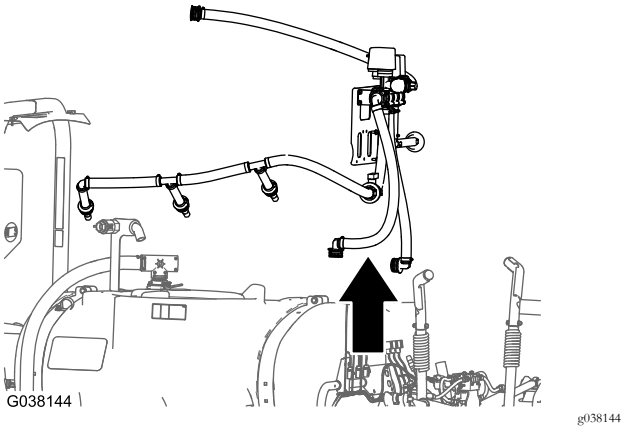

Figura 27
2. Retire o suporte, as válvulas, os tubos e os bicos da agitação da máquina (Figura 27).